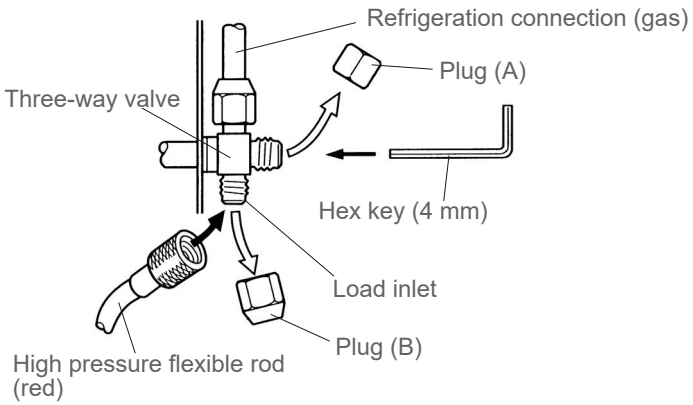

fig. 43 - Connecting the flexible rod to the gas valve
- Connect the high-pressure flexible rod of the *Manifold* to the load inlet (*fig. 43*).